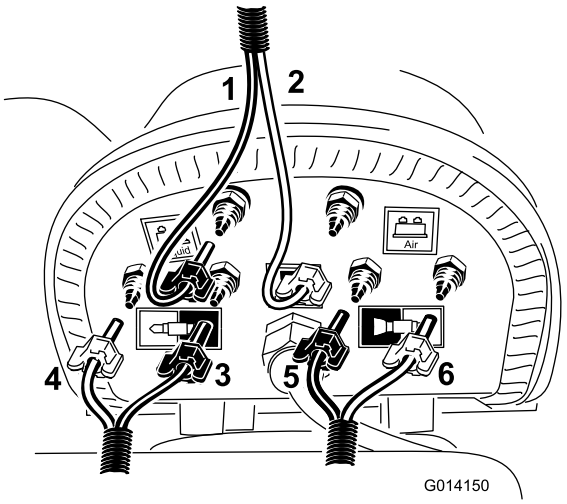

Figura 16
C. Instale los tubos azul y transparente en las espigas superiores correspondientes del compresor (Figura 16).
F. Localice la manguera de espuma enrutada al brazo izquierdo, e instale los tubos azul y blanco en los lugares indicados en Figura 16.
G. Localice la manguera de espuma enrutada al brazo derecho, e instale los tubos azul y blanco en los lugares indicados en Figura 16.